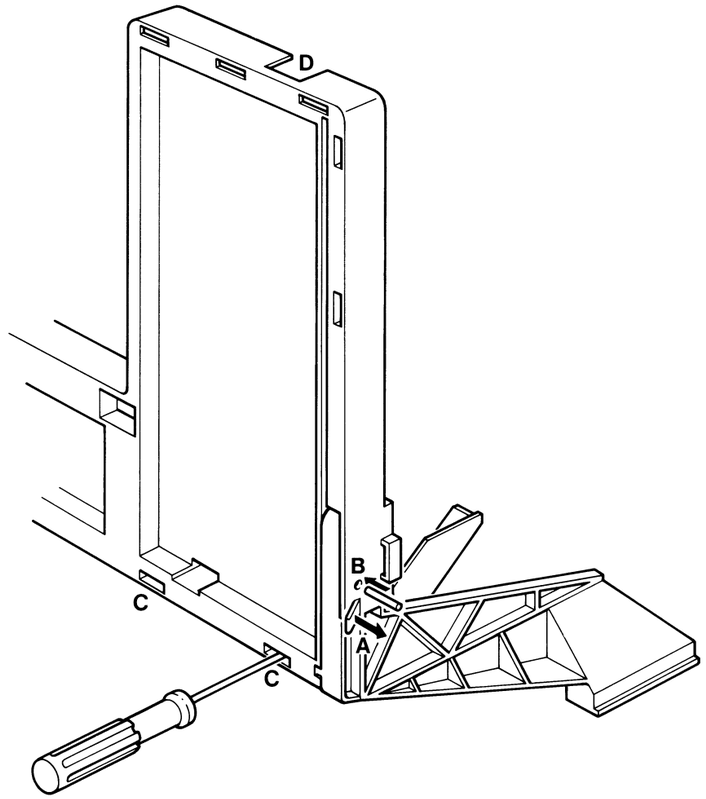

Fig. II-9 32 342 C12
1. Wenn die Rasthebel A auf beiden Seiten des Chassis ein wenig auswärts gedrückt werden (siehe Bild II-9), lässt sich das Chassis aufklappen.
6. Der Abstützbügel des Zeilenausgangstransformators lässt sich beseitigen, nachdem dessen Befestigungszungen über die Löcher C (siehe Bild II-9) entriegelt worden sind. Dazu ist ein Schraubenzieher in die Löcher C einzustecken und anschliessend ist die Verriegelung der Befestigungszungen nach unten zu drücken.
7. Wird die Rückwand befestigt, müssen zuerst die Haken in der Rückwand in die Öffnungen D gesteckt werden (siehe Bild II-9).